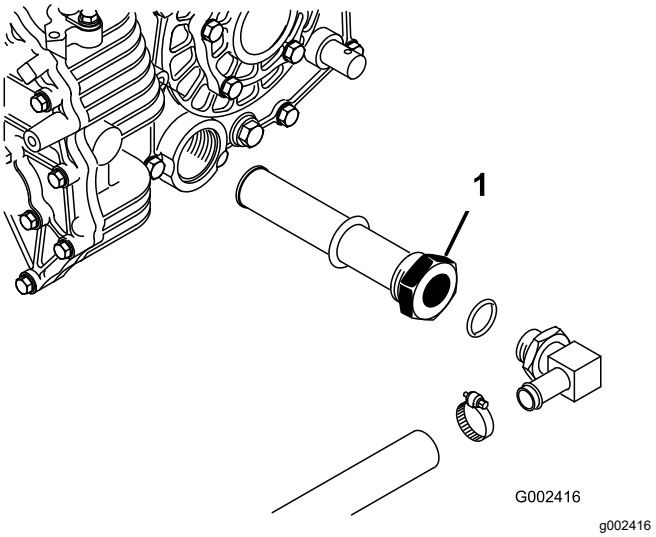

**Bild 68**
5. Achten Sie auf die Ausrichtung des Hydraulikschlauches und des 90°-Anschlussstückes, das an der Seite des Behälters befestigt ist (Bild 68).